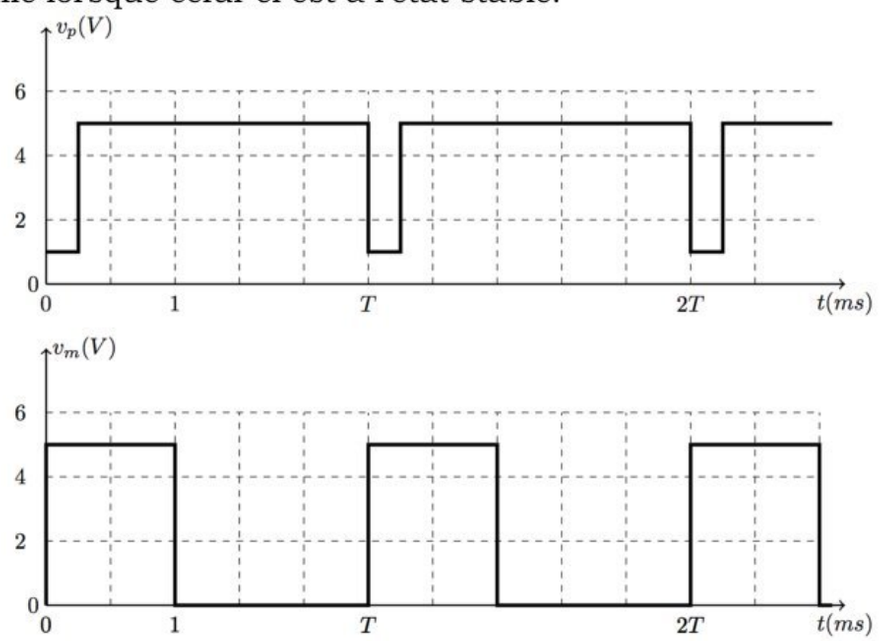

Figure 4
2.4. Un photodétecteur est installé à proximité d'un disque solidaire du rotor du moteur et percé de dix trous équidistants à sa périphérie. Il fournit la tension $v_p(t)$ représentée dans la figure 4. Cette tension commande un monostable non redéclenchable. La tension de sortie $v_m(t)$ du monostable est nulle lorsque celui-ci est à l'état stable.